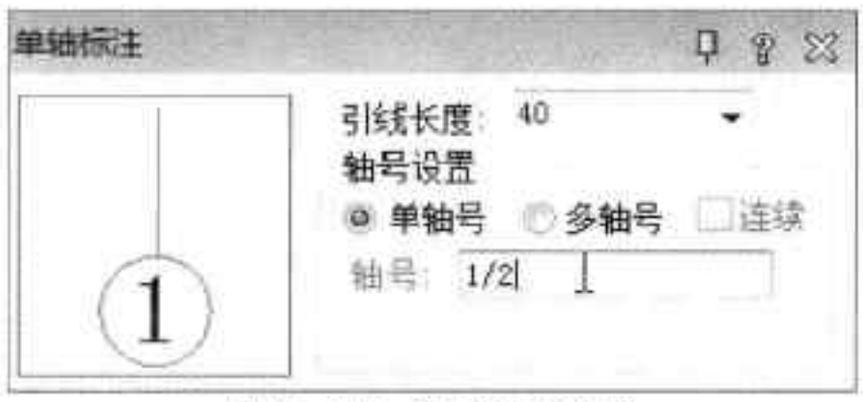

图17-77 设置标注参数
Step 01 执行“轴网柱子 > 单轴标注”命令，打开“单轴标注”对话框中，输入轴号，并设置好引线长度值，如图 17-77 所示。